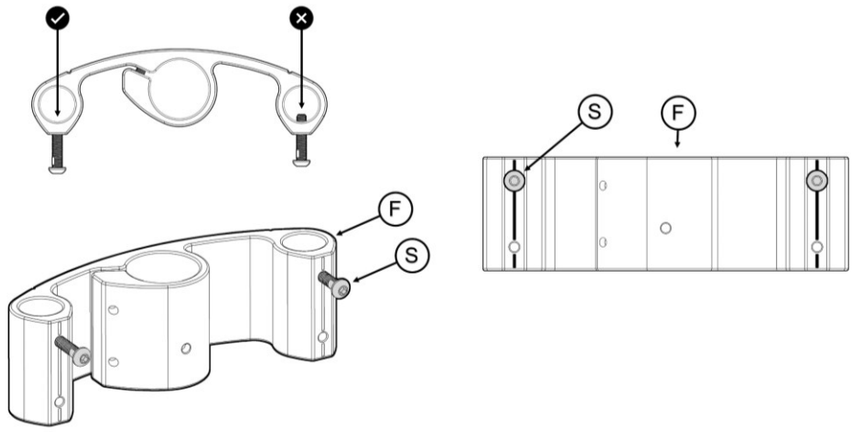

FIGURE 3
3. Partially thread bolt **S** into upper holes in **F**. Do not thread too far – bolt should not block assembly of legs. Lay main support F on flat surface so markings can bee seen. *FIGURE 3*